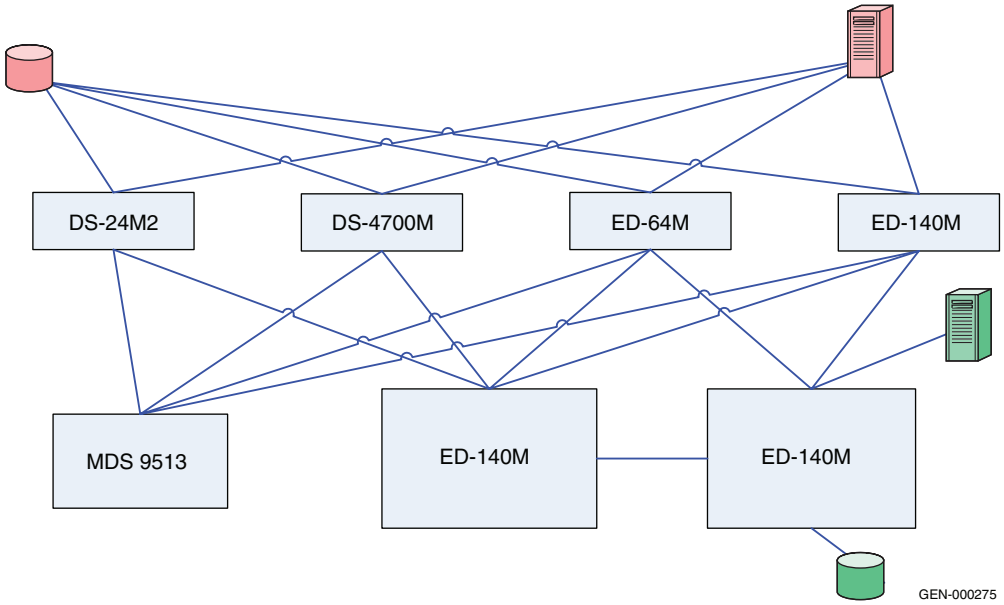

Figure 27 **Phase 2: Adding Connectrix MDS 9513**
As illustrated in Figure 27, the Connectrix MDS 9513 director is added to the core of the fabric. It is important to note that there is no ISL between the Brocade M-Series cores and the Connectrix MDS 9513. Please refer to the "Switched Fabric Topology Parameters" section of the *EMC Support Matrix* to obtain a list of all the other Connectrix MDS series switch that can be supported in a heterogeneous set up with the Brocade M-Series switches, and for the operating modes specified above for this case study.
6. Create an ISL between the Connectrix MDS 9513 and all the Connectrix M edge switches as per Figure 27 on page 264.